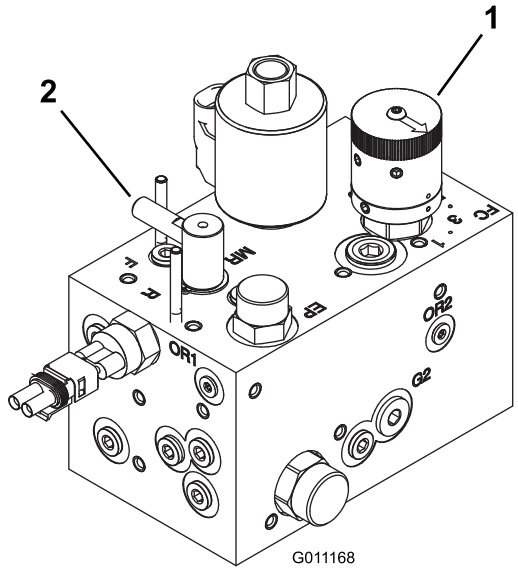

Figuur 47
2. Draai de regelknop voor het toerental van de messenkooien (Figuur 47) op het getal dat u hebt bepaald in stap 1.